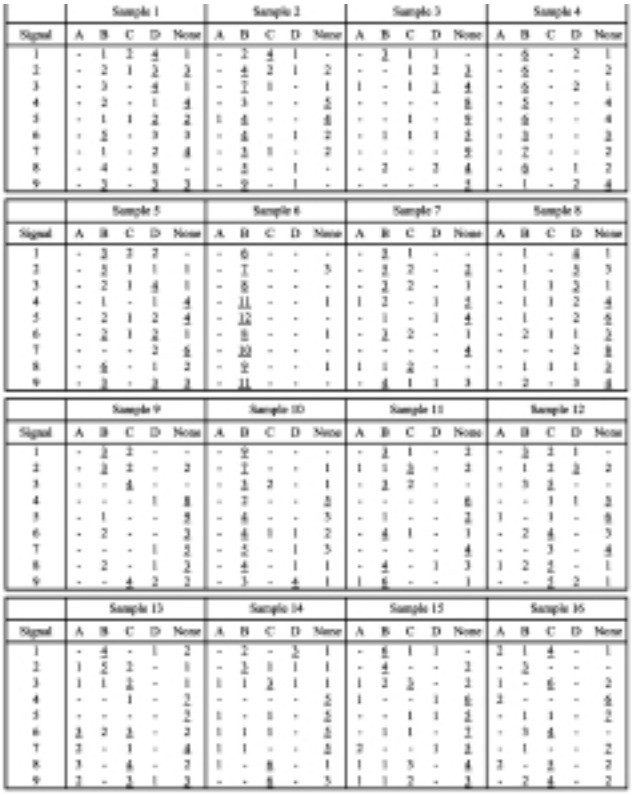

Рис. 3. Результаты тестовых прослушиваний: указаны твердые уверенные отметки
от (a) до (d), подстановочные образцы – от (1) до (16). Основная группировка однозначных результатов показана на рис. 3.